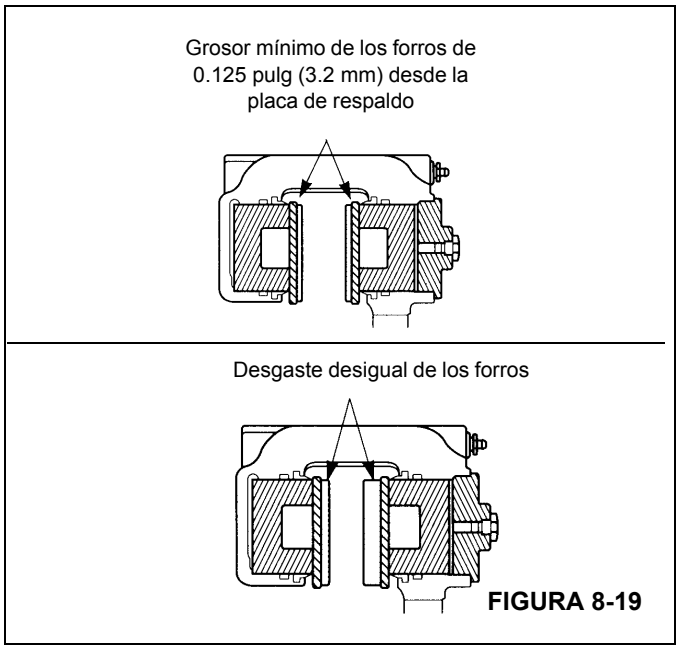

FIGURA 8-19
- Desgaste de forros: Reemplace los forros cuando su grosor mida menos de 0.125 pulg (3.2 mm) medido desde la placa de respaldo. Consulte la (Figura 8-19).
- Desgaste no uniforme de forros: Reemplace los forros si el grosor de los dos forros es significativamente desigual. Verifique que los émbolos funcionen correctamente. Reemplace el émbolo y/o la caja si uno de los émbolos se desvía dentro de su cavidad. Compruebe que la superficie del disco esté plana y paralela respecto a los forros. Consulte la (Figura 8-19).